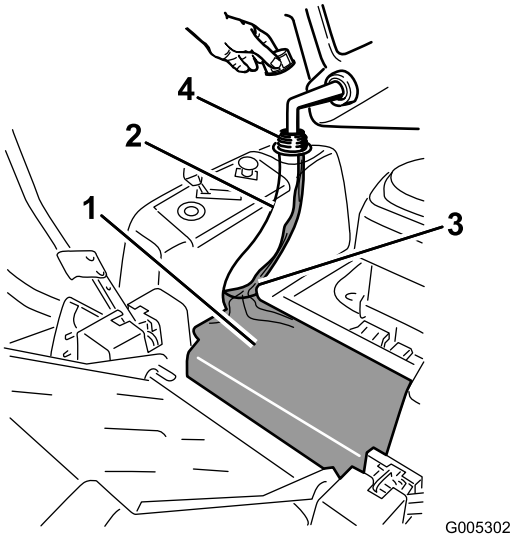

Figur 9
3. Ha i blyfri bensin til kroppen på tanken er full men drivstoff ikke fyller halsen på tanken (Figur 9). Dette tomrommet i halsen i tanken gir bensinen plass til å utvide seg. Tanken må ikke fylles helt opp.